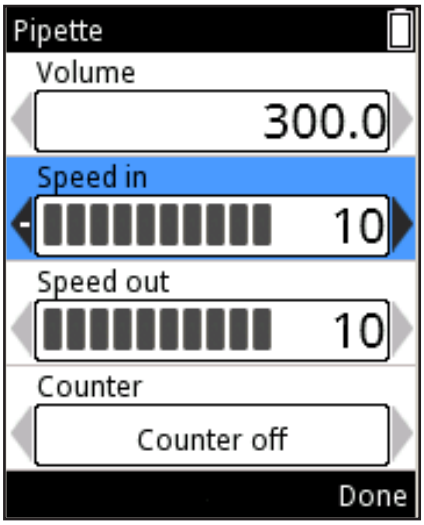

図 D8
2. 、 を使って、Speed in(スピードアップ)またはSpeed out(スピードダウン)をハイライトします (図 D8)。